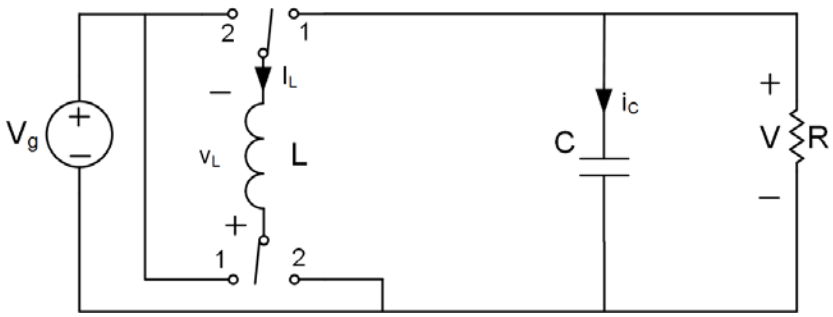

Figure 1.1 – Convertisseur Watkins-Johnson
a) By using the volts-sec balance principle, the capacitor charge balance and the small voltage ripple approximation, determine the DC conversion ratio for the Watkins-Johnson converter shown in Fig. 1.1. Use the polarities shown on Fig 1.1 to do your computation. *(15 pts)*
b) The magnetizing force produced by a high current in an inductance can create saturation. To avoid uncontrolled converter operation, inductance saturation must be avoided. The inductance shown in Fig. 1.1 can sustain a current of 25A without reaching the saturation point. By using the following parameters, determines the maximal load current (the value of R in Fig. 1.1) to avoid the inductor core saturation. Note that magnetic saturation occurs on the instantaneous current and not the average or RMS current. Use a switching frequency of 70kHz to do your computation. *(15 pts)*